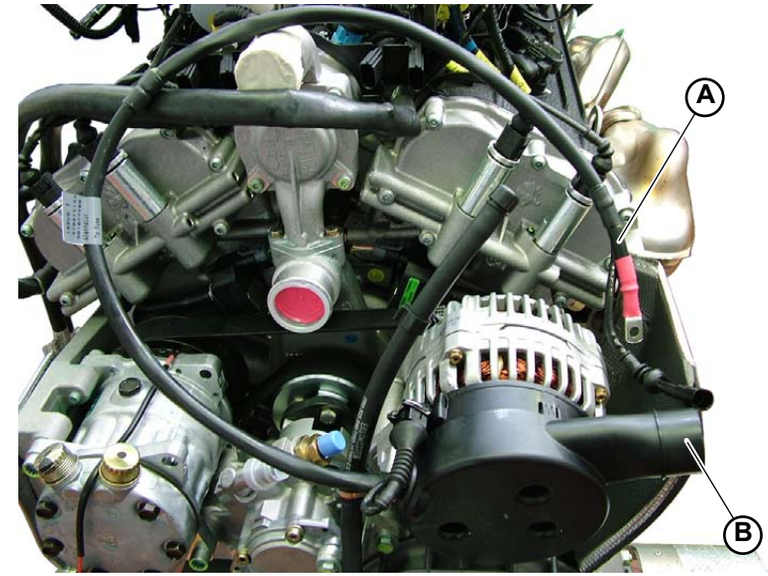

Fig.1
1. Disconnect the alternator wiring harness (**A-Fig.1**).
2. Disconnect the vent pipe (**B-Fig.1**) from the alternator cover after loosening the relative clamp.